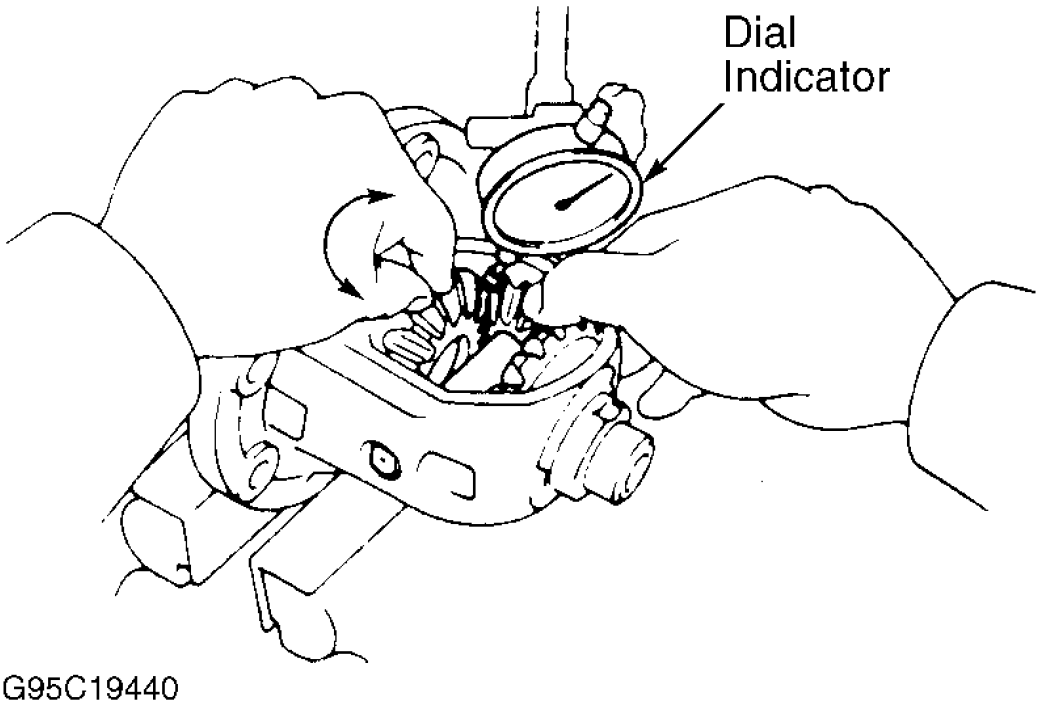

Fig. 61: Measuring Differential Pinion Bearing Backlash (A-541E)
2. Mount differential in vise. Using dial indicator, measure pinion gear backlash. See **Fig. 61** . Backlash should be .002-.008" (.05-.20 mm). From ring gear side of case, drive out pinion shaft roll pin. Remove pinion shaft. Remove pinion gears, side gears and all thrust washers. See **Fig. 62** . Examine all components for wear and replace as needed.